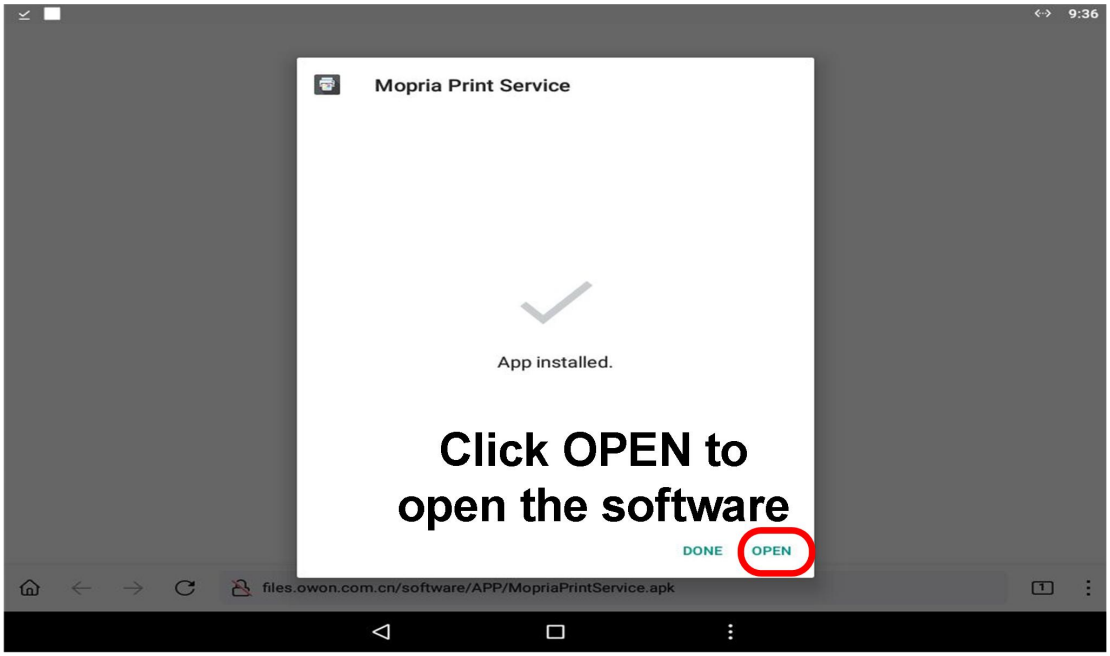

Figure 5
2、In website install print app,steps as shown in Figute1 to Figure 5.
⑤After install success, click **OPEN** can open print app. As shown in Figure 5.